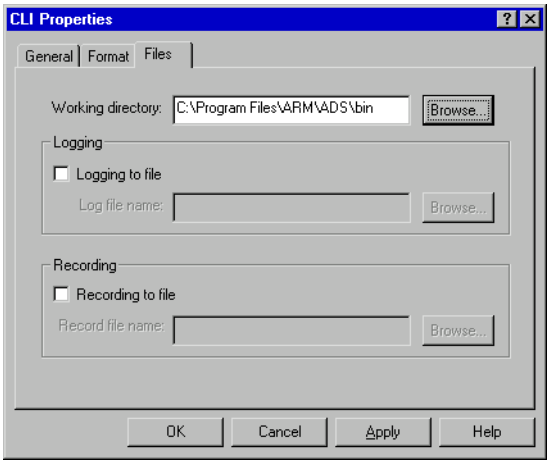

**Figure 5-89 Command Line Interface Properties dialog, Files tab**
- **Files**, shown in Figure 5-89 on page 5-68.
Click on the **Files** tab to display the dialog shown in Figure 5-89.